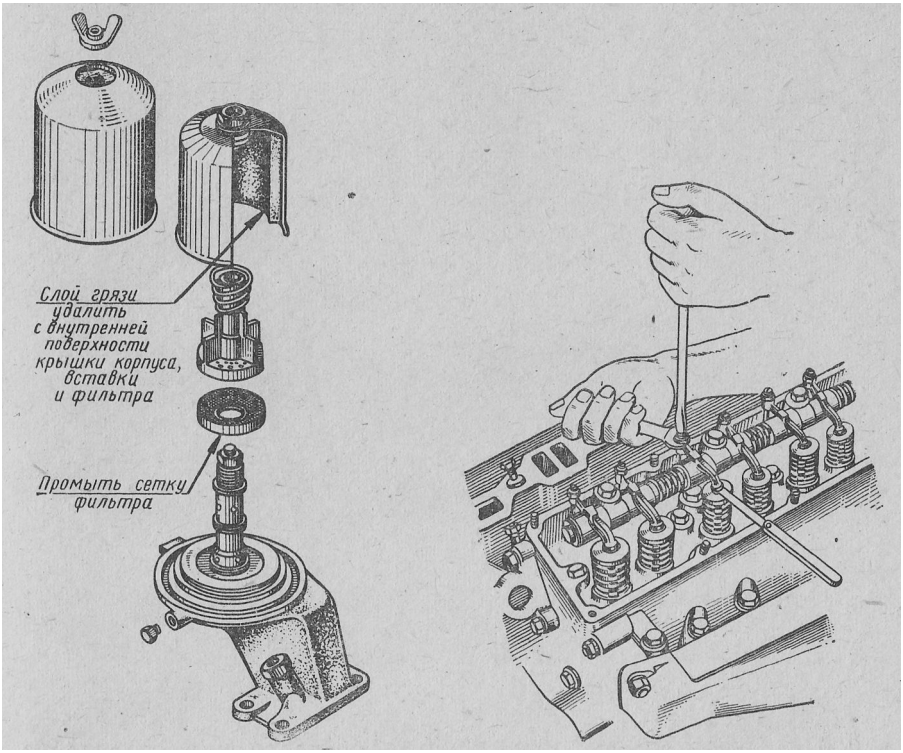

Рис. 117. Очистка и промывка фильтра очистки масла (полнопоточной центрифуги)
1. Очистить и промыть фильтр очистки- масла — центрифугу (рис. 117); снять, промыть и залить свежим маслом воздушные фильтры двигателя и маслоналивной горловины.